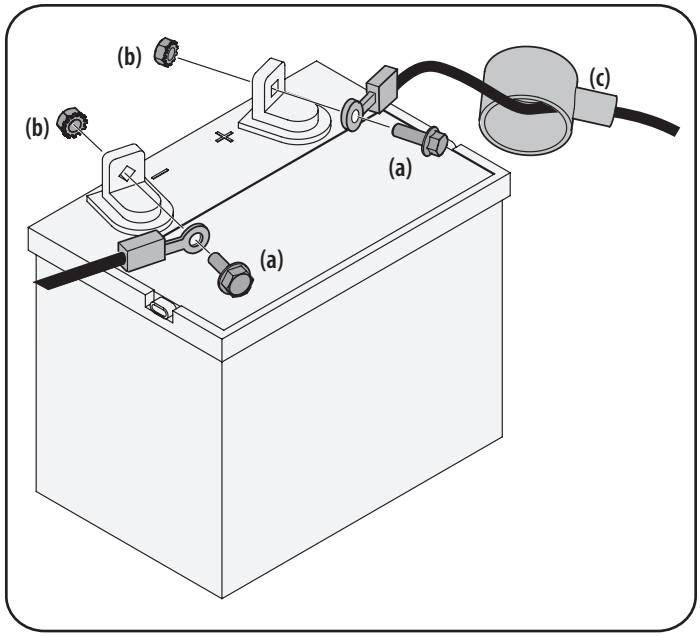

Figura 2
1. Retire la cubierta plástica, si está presente, del borne positivo de la batería y una el cable rojo al borne positivo de la batería (+) utilizando el perno (a) y la tuerca hexagonal (b). Consulte la Figura 2.
2. Retire la cubierta plástica, si está presente, del borne negativo de la batería y una el cable negro al borne negativo de la batería (–) utilizando el perno (a) y la tuerca hexagonal (b). Consulte la Figura 2.